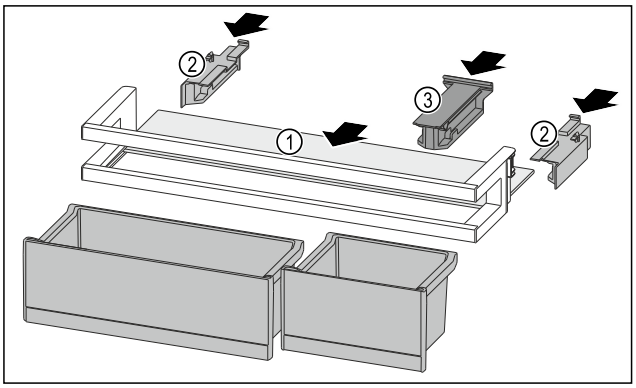

Fig. 253
- ▶ Draagplateau *Fig. 253 (1)* in de zijdelingse uitsparingen schuiven.
- ▶ Zijdelen *Fig. 253 (2)* plaatsen.
- ▶ Bevestigingsdeel *Fig. 253 (3)* plaatsen.